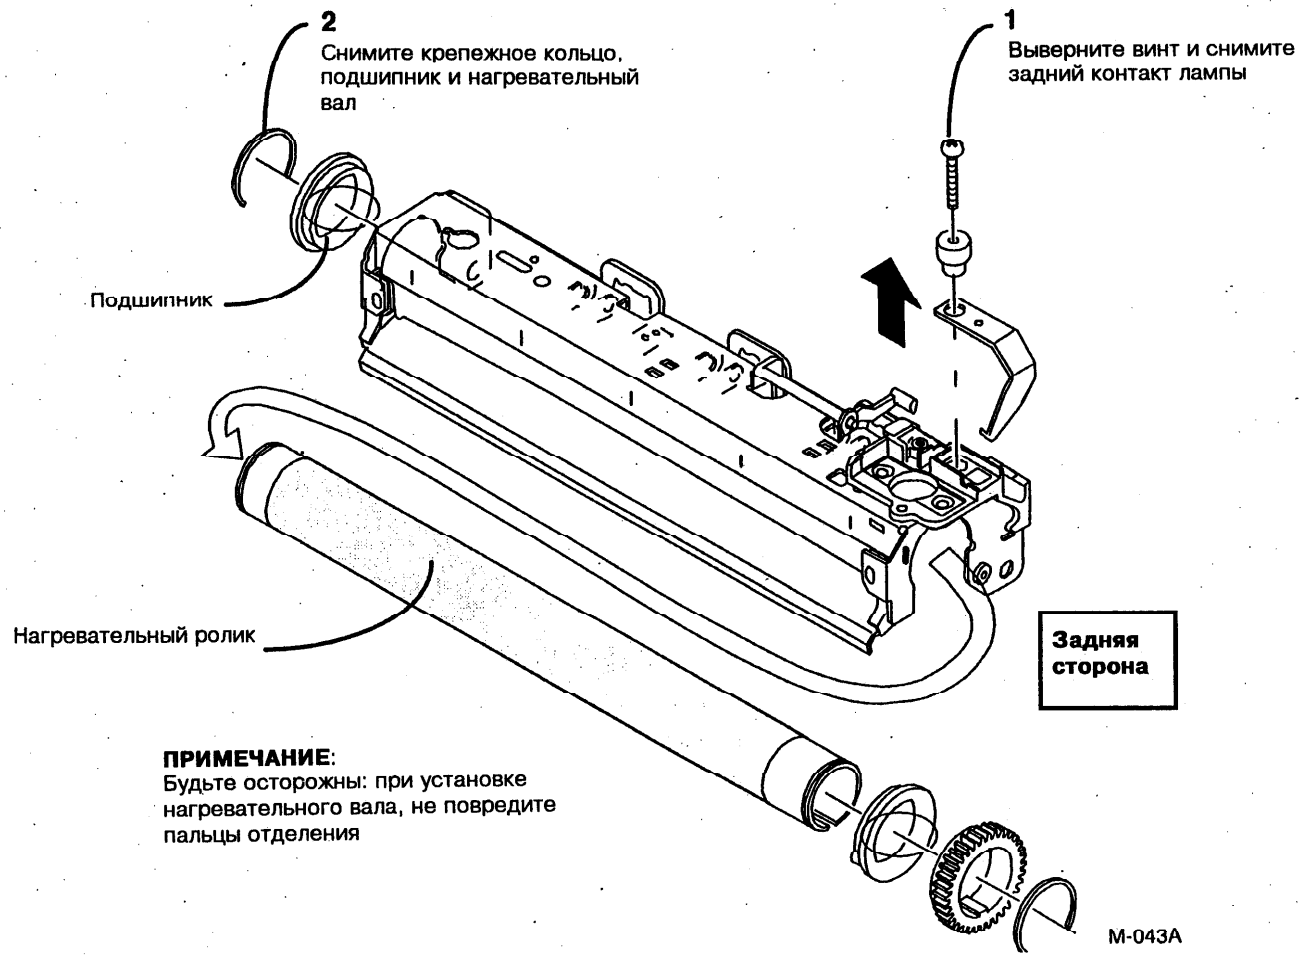

Рис. 1. Снятие нагревательного ролика
2. (Рис.1): Снимите нагревательный ролик.